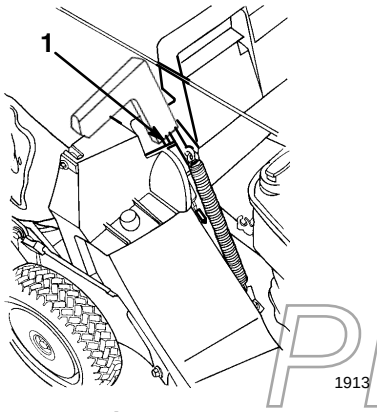

**Figure 15**
5. Pull the discharge door handle forward and move the handle rearward until the pin locks in the bag notch (Fig. 15).